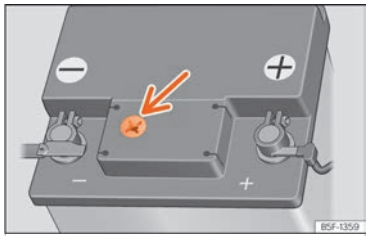

Fig. 180 Mirilla en la parte superior de la batería de 12 voltios (representación esquemática).
- Compruebe el indicador de color de la mirilla en la parte superior de la batería ››› fig. 180.